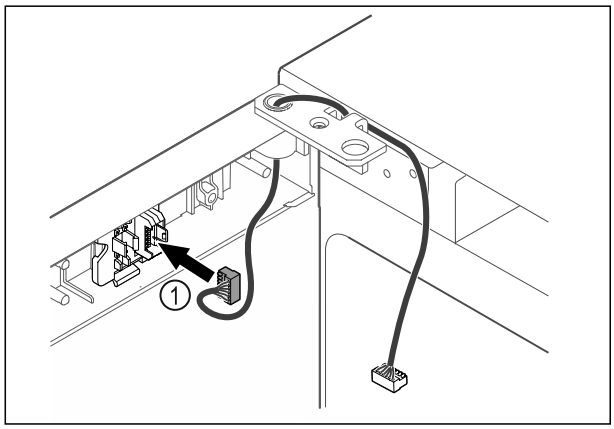

Fig. 42
▶ Enchufar el conector *Fig. 42 (1)* en su soporte.